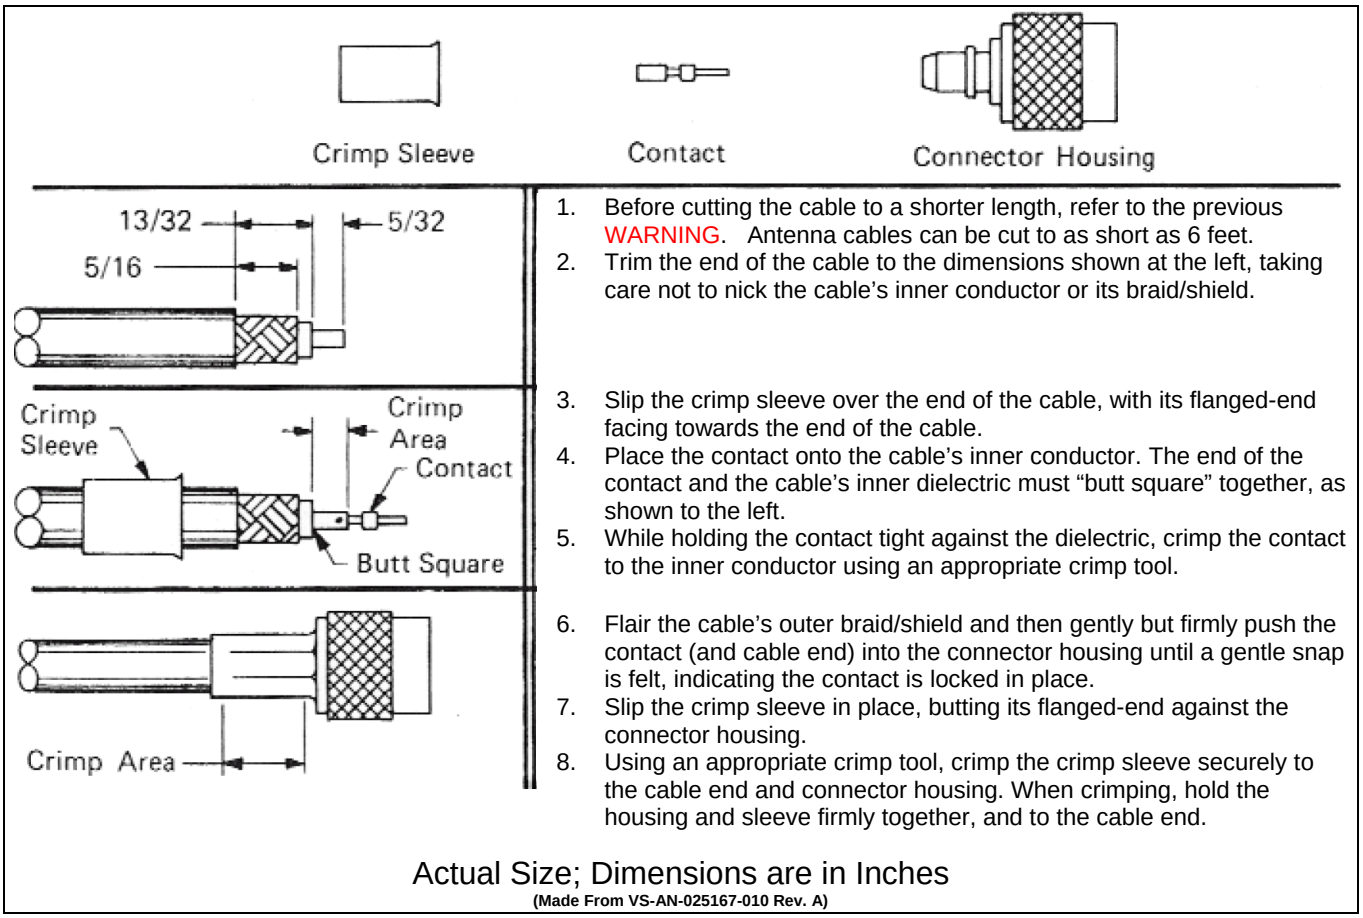

**Figure 7-4: Crimping Instructions for TNC RF Connector**
**The antenna cables of all antennas/antenna mounts can be cut to a length no shorter than six (6) feet (1.83 meters), as measured from the base of the antenna mount.**
2. Using an appropriate crimp tool, crimp the supplied TNC RF connector to the end of the antenna cable. For crimping instructions, see Figure 7-4 or the instructions supplied with antenna mount.